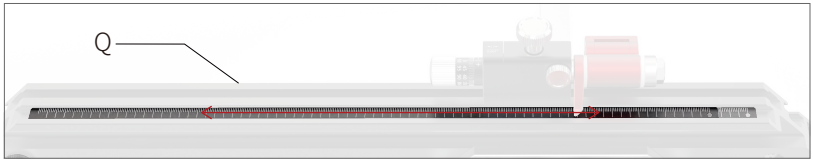

Abb.5
(4)Positionierung des Lineals (Abbildung 5)